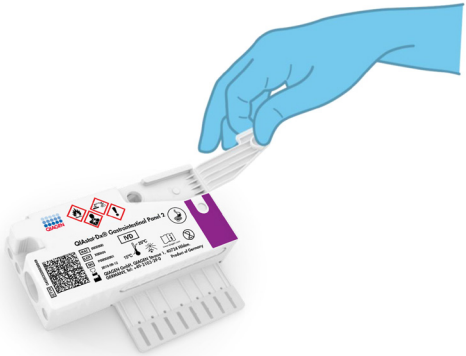

Рисунок 4. Открывание крышки отсека для проб основного порта
4. Положите картридж QIAstat-Dx Gastrointestinal Panel 2 Cartridge на горизонтальную чистую рабочую поверхность так, чтобы штрихкод на этикетке был обращен вверх. Откройте крышку отсека для проб основного порта на передней стороне картриджа QIAstat-Dx Gastrointestinal Panel 2 Cartridge (рисунок 4).